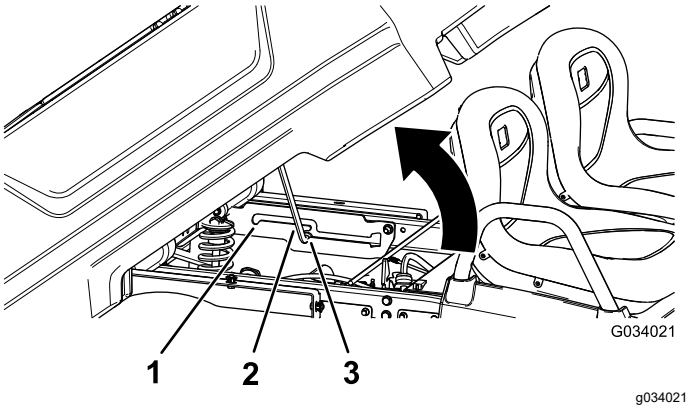

Figur 14
2. Trekk støttestangen inn i sperresporet for tømmeposisjon, og fest planet for tømming (Figur 14).
2. Trekk støttestangen inn i sperresporet for serviceposisjonen, og fest planet for vedlikehold (Figur 14).
2. Trekk støttestangen ut av sperresporet (Figur 14).